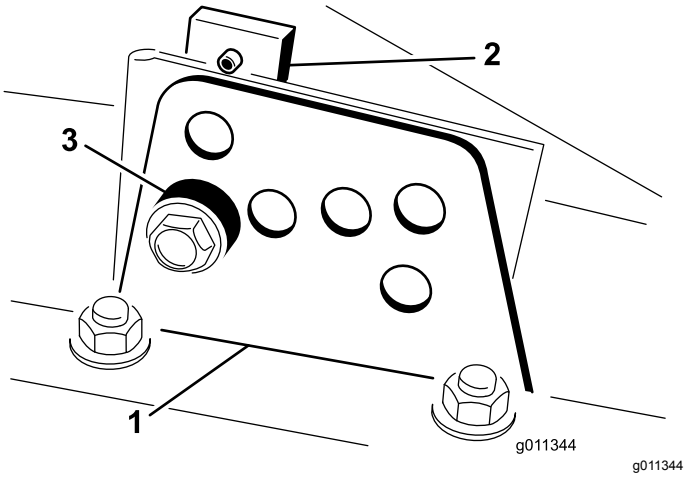

Figuur 7
2. Draai de bout los waarmee de maaihoogtebeugel aan de maaihoogteplaat is bevestigd (aan de voorzijde en de zijkanten) (Figuur 7).